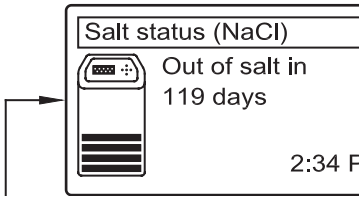

FIG. 100
1. Press the remote's LEFT (◂) or RIGHT (▸) buttons to manually advance to the status screen for the device you want to check. The device name will show in the header. (See Figure 100).